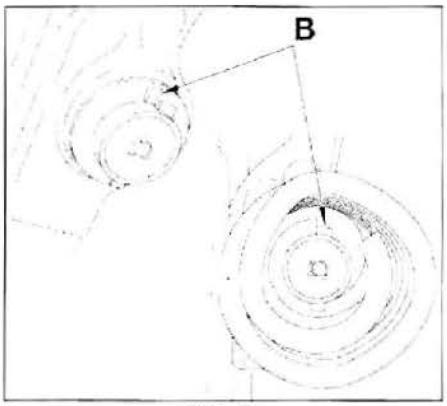

FIG. 29
- posicionar el tope "B" de la copela superior del muelle de suspensión hacia la parte delantera del vehículo **(fig. 29)**.